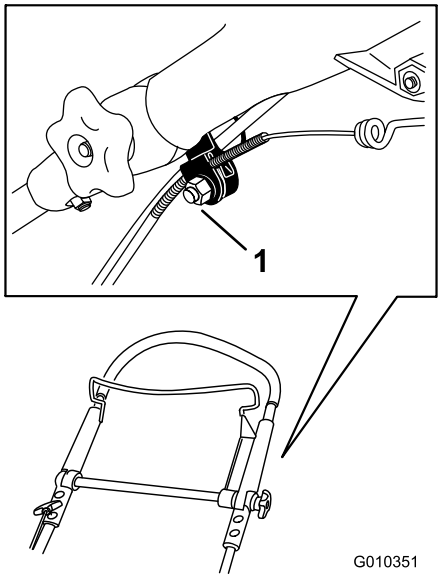

Figuur 45
1. Draai de moer op de kabelbevestiging los (Figuur 45).